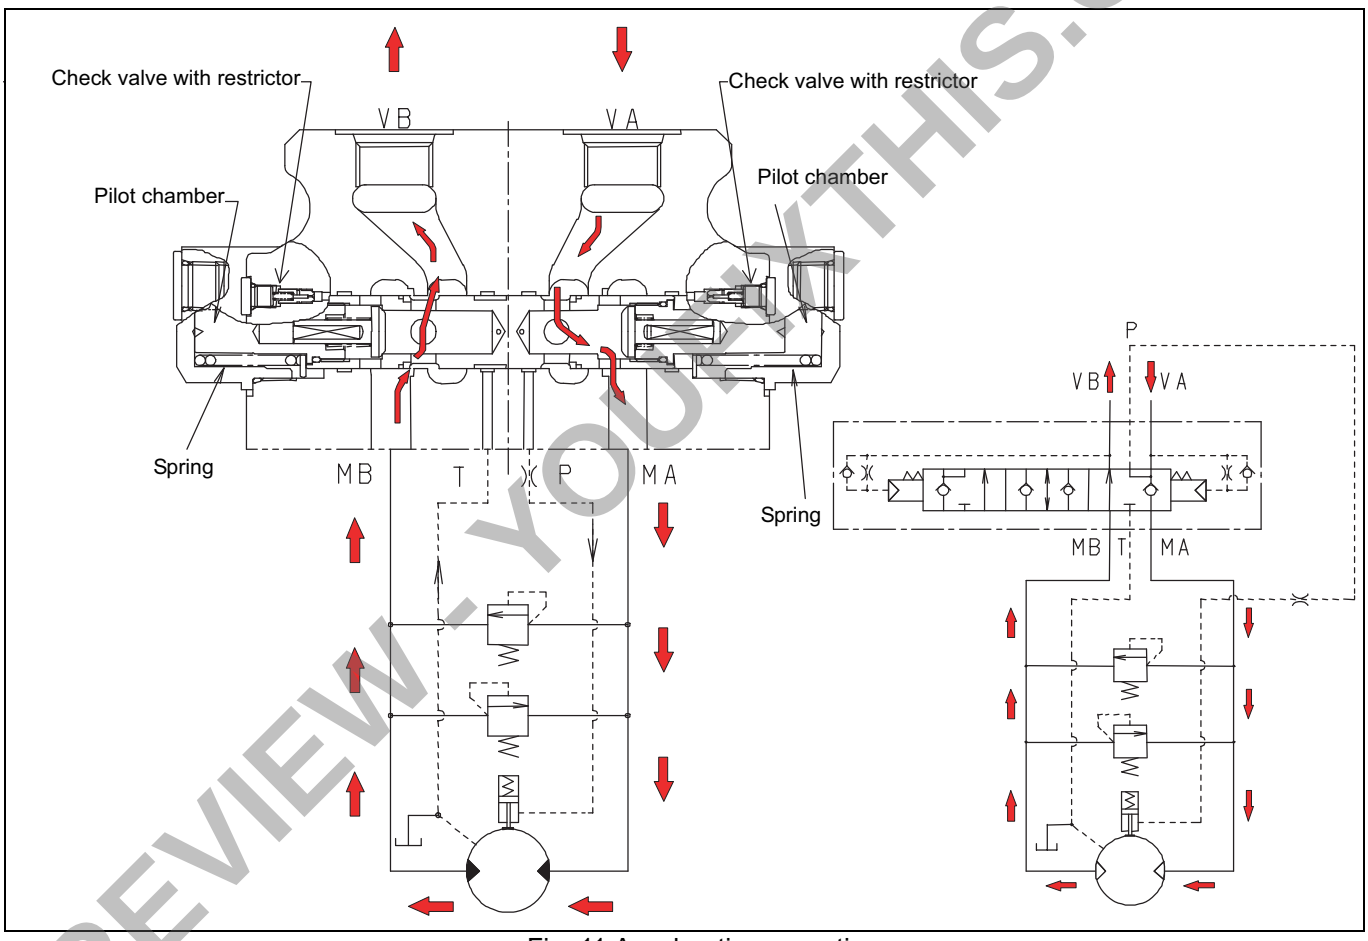

Fig. 11 Accelerating operation
2) Accelerating operation (refer to Fig. 11)